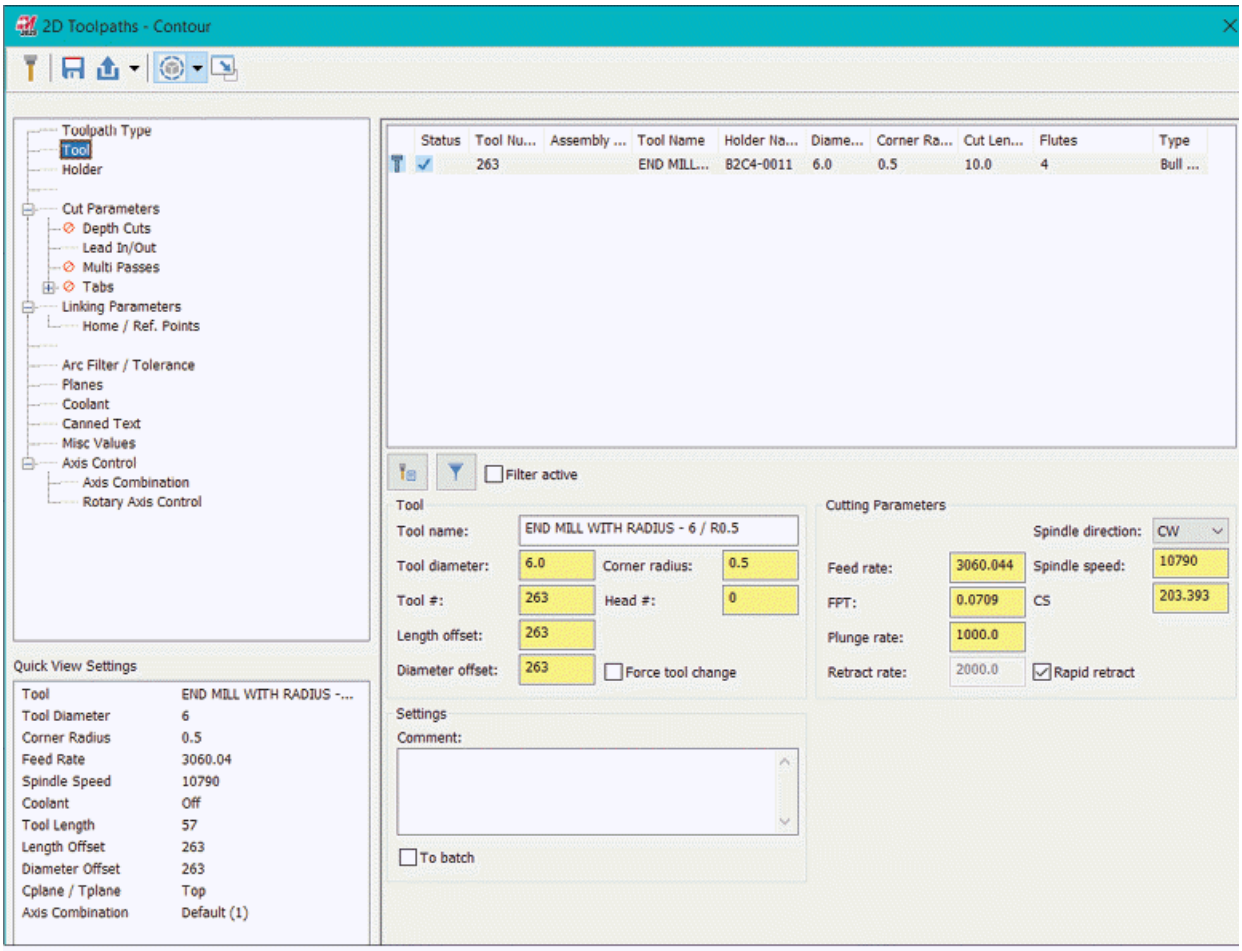

Figure-4. Tool page for 2D Toolpaths
- Click on the **Tool** option from the left box of the dialog box. The **2D Toolpaths-Contour** dialog box will be displayed as shown in Figure-4.